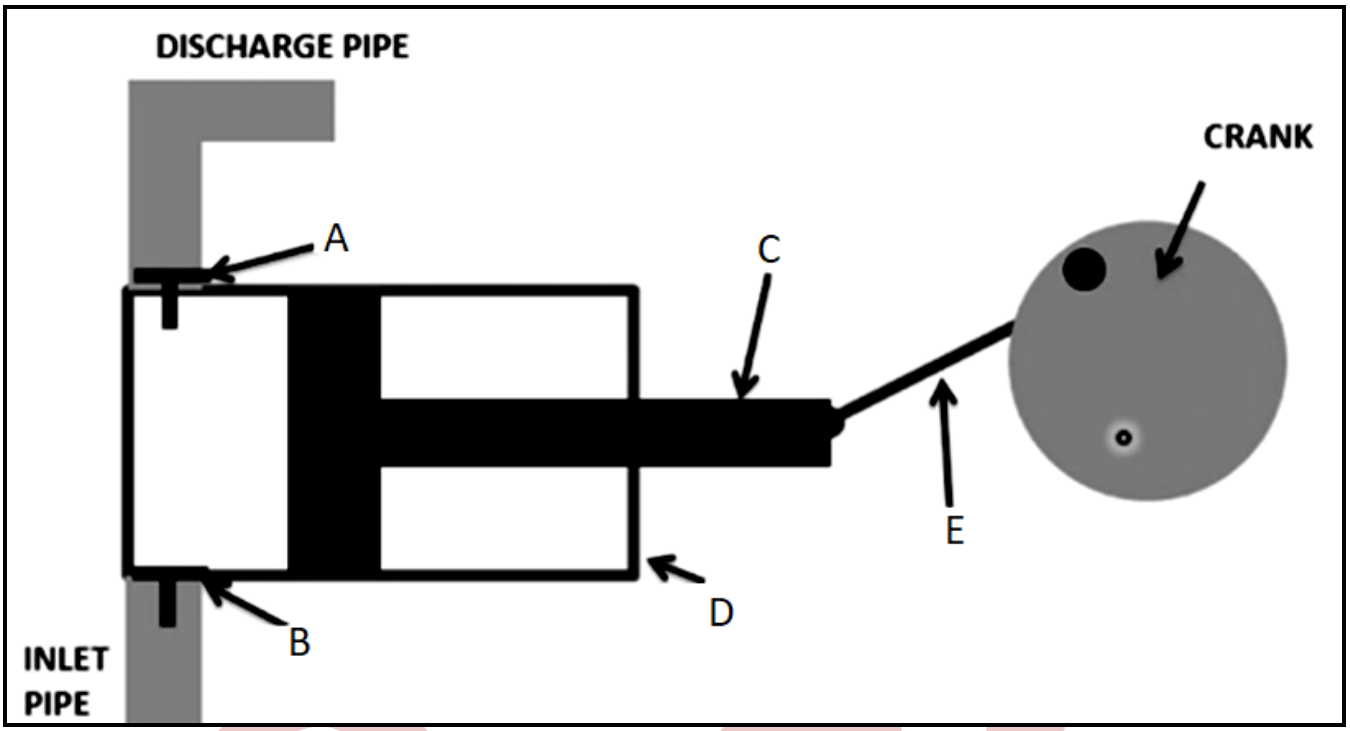

FIGURE 2
5.1 Refer to FIGURE 2 and answer the following questions.
5.1.1 Name the type of pump shown in FIGURE 2. (1)
5.1.2 Label the parts indicated on FIGURE 2 by writing the answer next to the letter (A–E) in the ANSWER BOOK. (5)